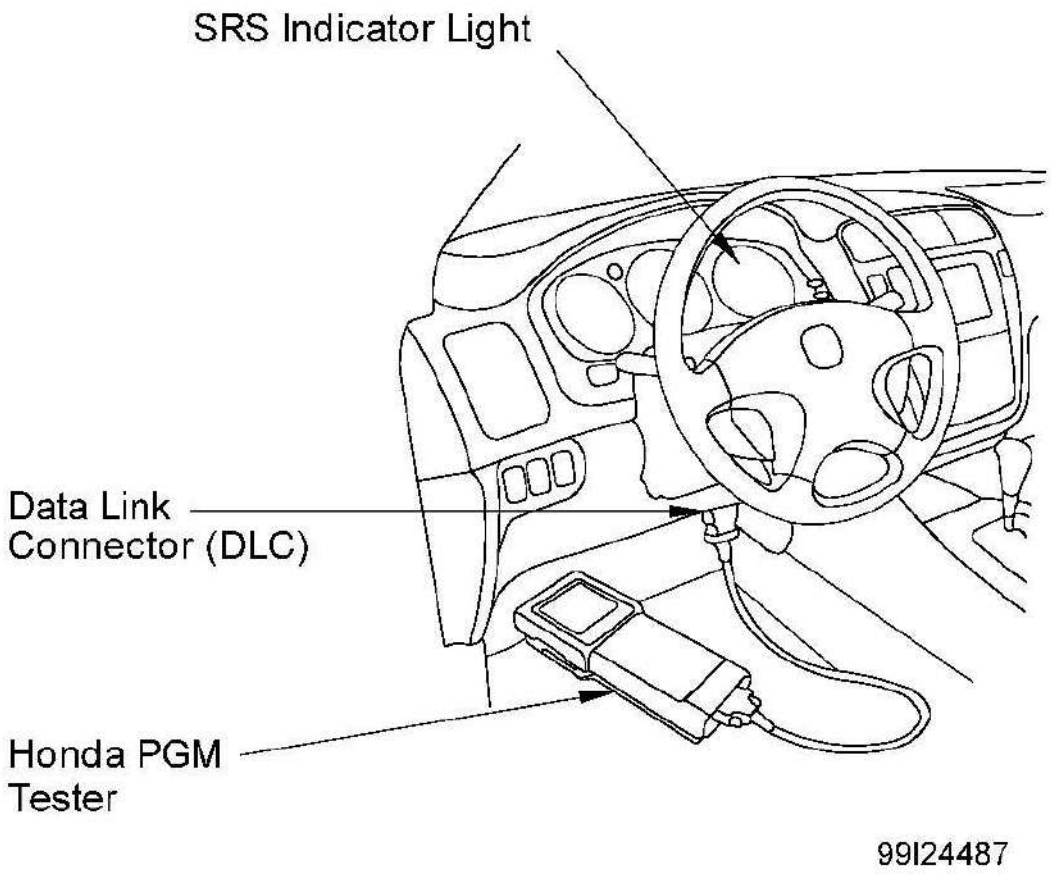
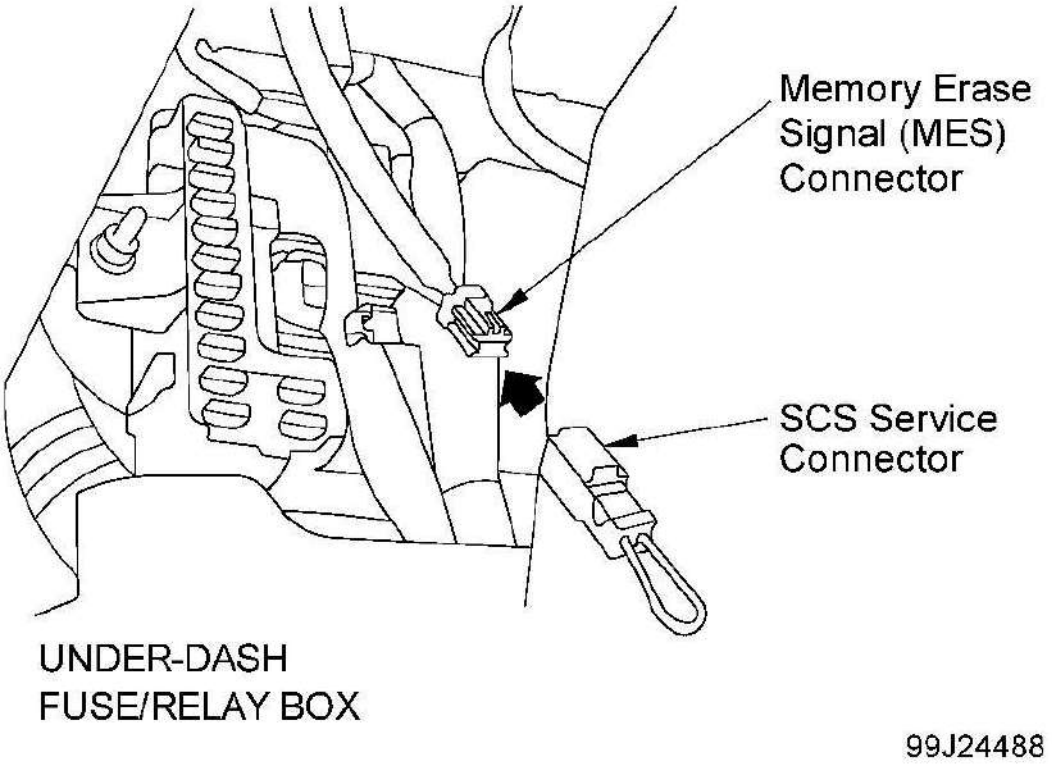

Fig. 19: Connecting Honda PGM Tester
Fig. 20: Connecting SCS Service Check Connector
SRS includes a self-diagnostic function that checks system for faults in SRS components and related wiring. A fault exists if SRS indicator light on instrument cluster continues to glow more than 6 seconds after ignition is turned on, or glows or flashes while vehicle is driven. See **Fig. 19** .
Connect Honda PGM Tester to 16-pin data link connector and follow tester prompts to read DTCs. See **Fig. 19** . If tester indicates no DTC, 9-1 or 9-2, confirm using SCS service connector.
1. Connect Honda PGM Tester to 16-pin data link connector and follow tester prompts in "SCS" menu. See **Fig. 19** .
Connect Honda PGM Tester to 16-pin data link connector and follow tester prompts to erase DTC. See **Fig. 19** .
1. Turn ignition off. Connect SCS Service Connector (07PAZ-0010100) to Memory Erase Signal (MES) connector. See **Fig. 20** .
1. Turn ignition off. Connect Honda PGM Tester to 16-pin data link connector and follow tester prompts in "SCS" menu. See **Fig. 19** . Connect SCS Service Connector (07PAZ-0010100) to Memory Erase Signal (MES) connector. See **Fig. 20** .